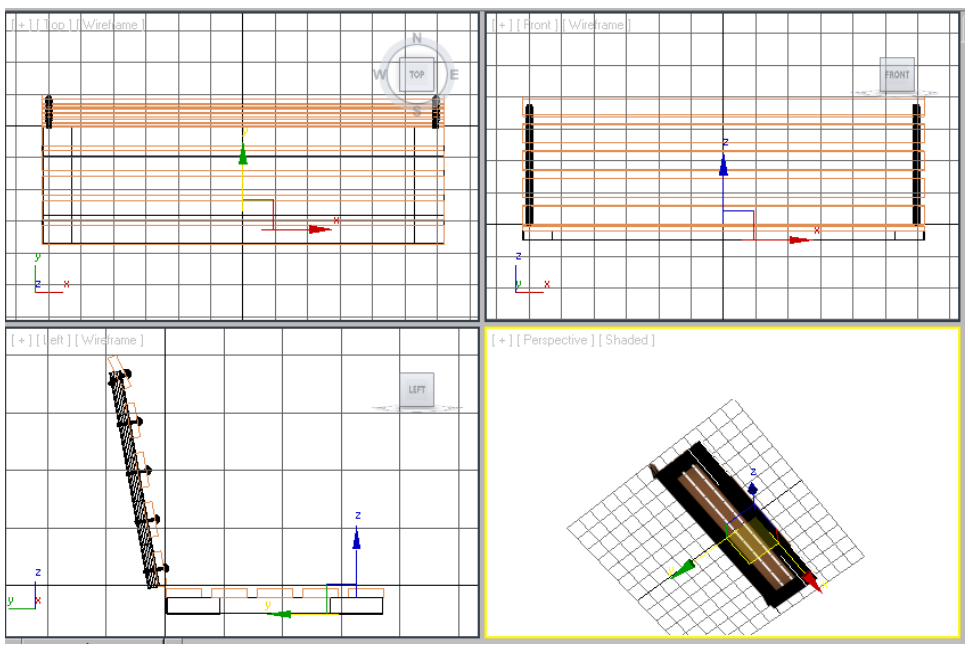

Figure 3-58 *Alignment of the leg support004 in all viewports*
12. Invoke the **Select and Move** tool and align the *leg support004* with the *horizontal seat support* in all viewports, as shown in Figure 3-58.